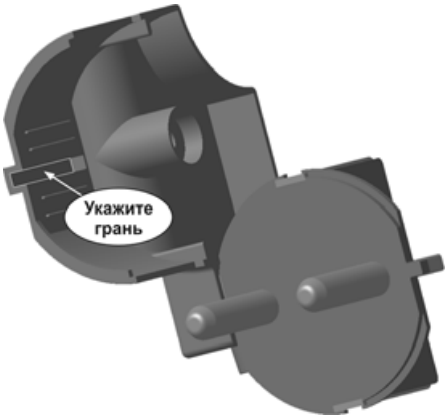

Рис. 7.38
- Не прерывая команду **Совпадение**, разверните сборку, как это показано на рис. 7.38 и укажите плоскую грань на дне узкого паза в **Крышке**.